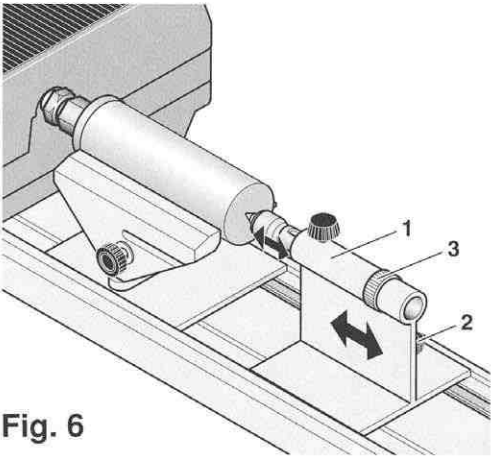

Fig. 6
5. Reitstock 1 (Fig. 6) an die Stirnseite des Werkstücks heranschieben und mit der Rändelmutter 2 am Bett festklemmen.